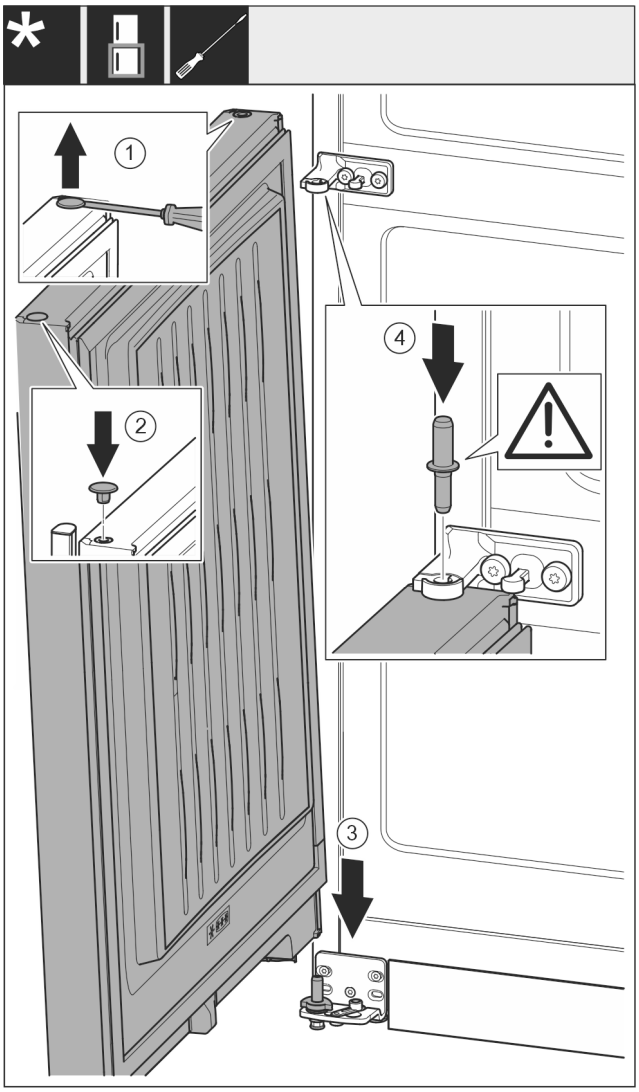

Fig. 29
- ▶ Ανασηκώστε προσεκτικά και τραβήξτε έξω την τάπα με ένα ίσιο κατσαβίδι. *Fig. 29 (1)*
- ▶ Τοποθετήστε ξανά την τάπα στην άλλη πλευρά της πόρτας. *Fig. 29 (2)*
- ▶ Τοποθετήστε την πόρτα από επάνω στον κάτω πείρο. *Fig. 29 (3)*
- ▶ Τοποθετήστε τον μεσαίο πείρο μέσα από το μεσαίο στήριγμα στην κάτω πόρτα. Βεβαιωθείτε ότι το έκκεντρο ασφάλισης είναι στραμμένο προς τα πίσω. *Fig. 29 (4)*